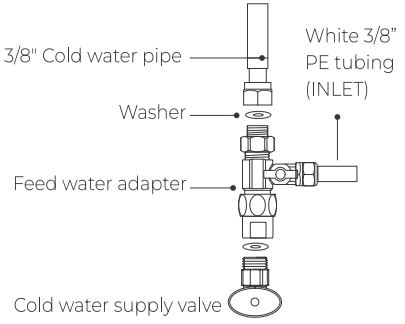

Figure 5
c. Twist the feed water adapter onto the cold water supply valve (with its washer) and tighten it with an adjustable wrench **(Figure 5)**. The "INLET" water tubing has been attached to the feed water adapter for easy installation.